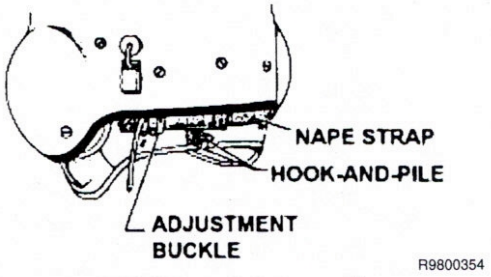

Figure 4. Rear of Retention Assembly
2. Have the crewmember tighten the rear of the retention assembly by adjusting the hook-and-pile closure and tightening the nape strap through the adjustment buckle. (See Figure 4.)